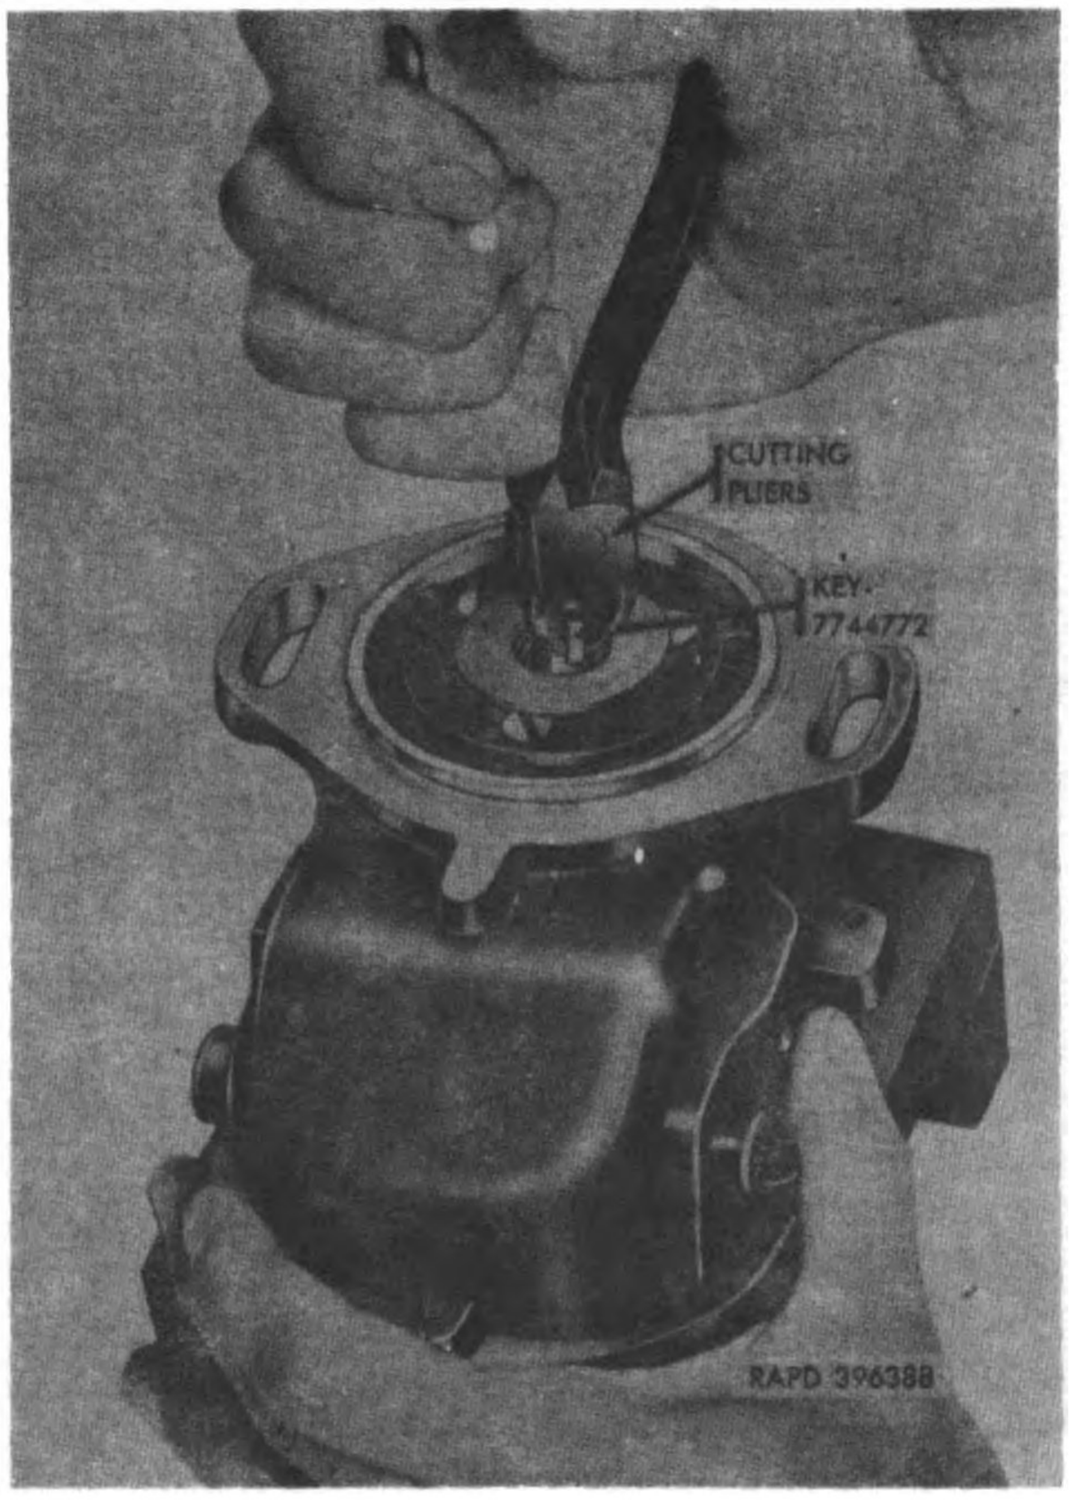

Figure 11. Removing woodruff key—type S6LN-32.
(2) Using diagonal cutting pliers (fig. 11), remove key (HH) and lift off oil slinger (C).